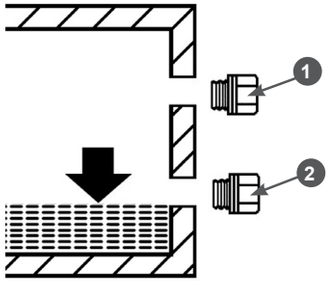

Рис. 21 Уровень масла в вибраторе
7. С помощью воронки со шлангом через заливное отверстие заливайте в вибратор масло до тех пор, пока оно не начнет вытекать через контрольное отверстие (Рис. 21).
7. Закрутите пробку 2 контрольного отверстия (Рис. 21).
8. Закрутите пробку 1 заливного отверстия (Рис. 21).